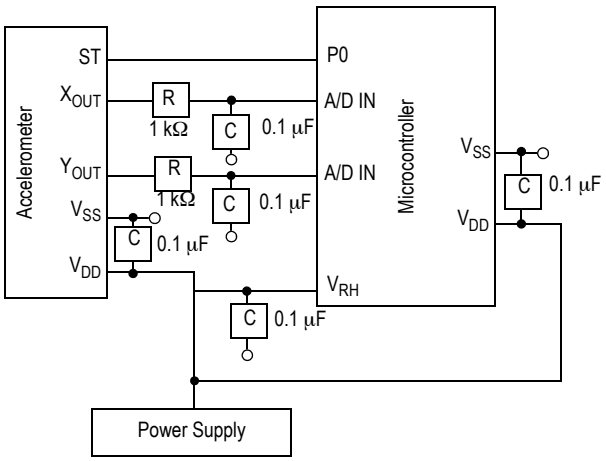

Figure 6. Recommend PCB Layout for Interfacing Accelerometer to Microcontroller
4. Place a ground plane beneath the accelerometer to reduce noise, the ground plane should be attached to all of the open ended terminals shown in Figure 6.